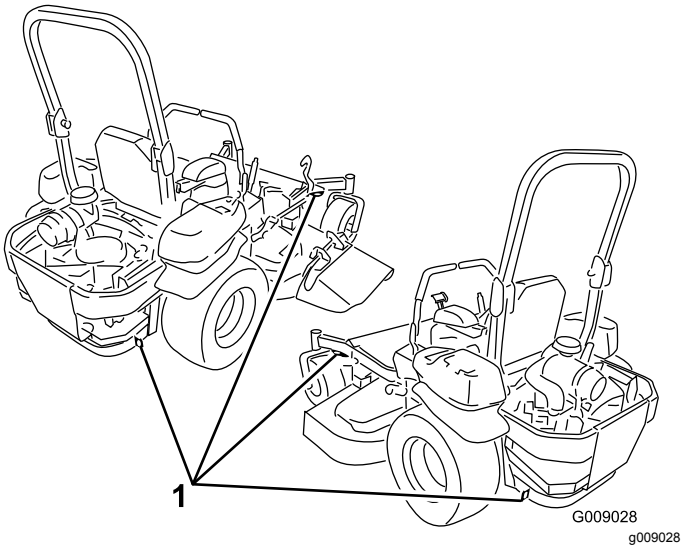

Figur 33
5. Bruk metallfestene på maskinen for å feste den sikkert til tilhengeren eller lastebilen med stropper, kjettinger, vaier eller tau (Figur 33).